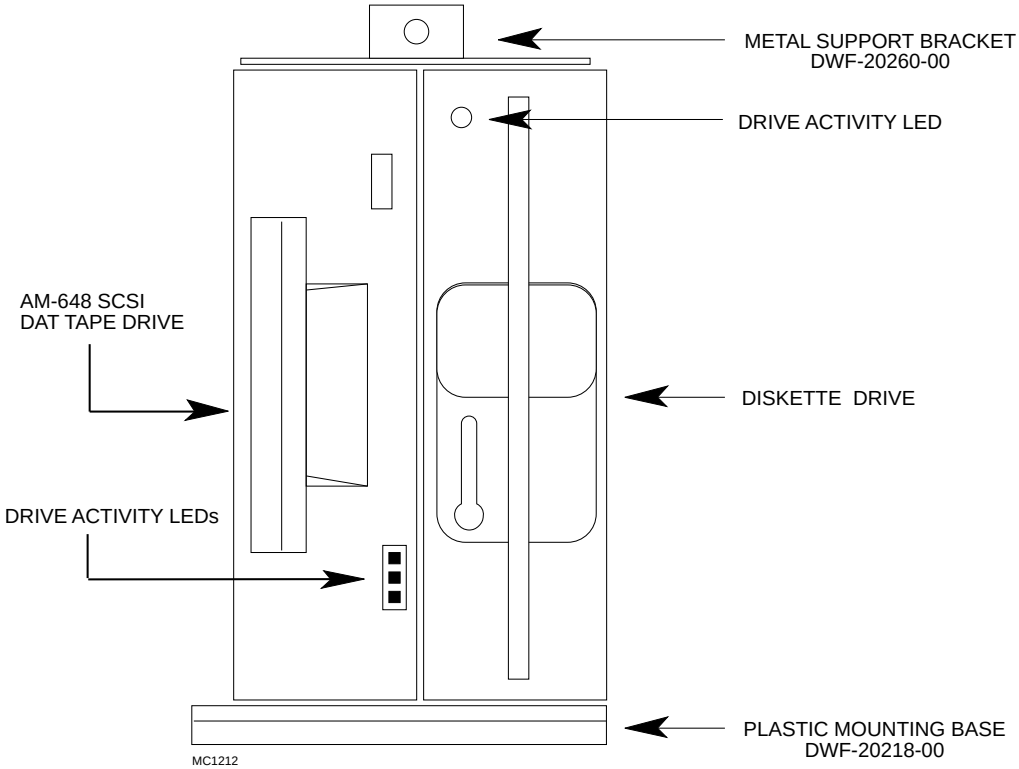
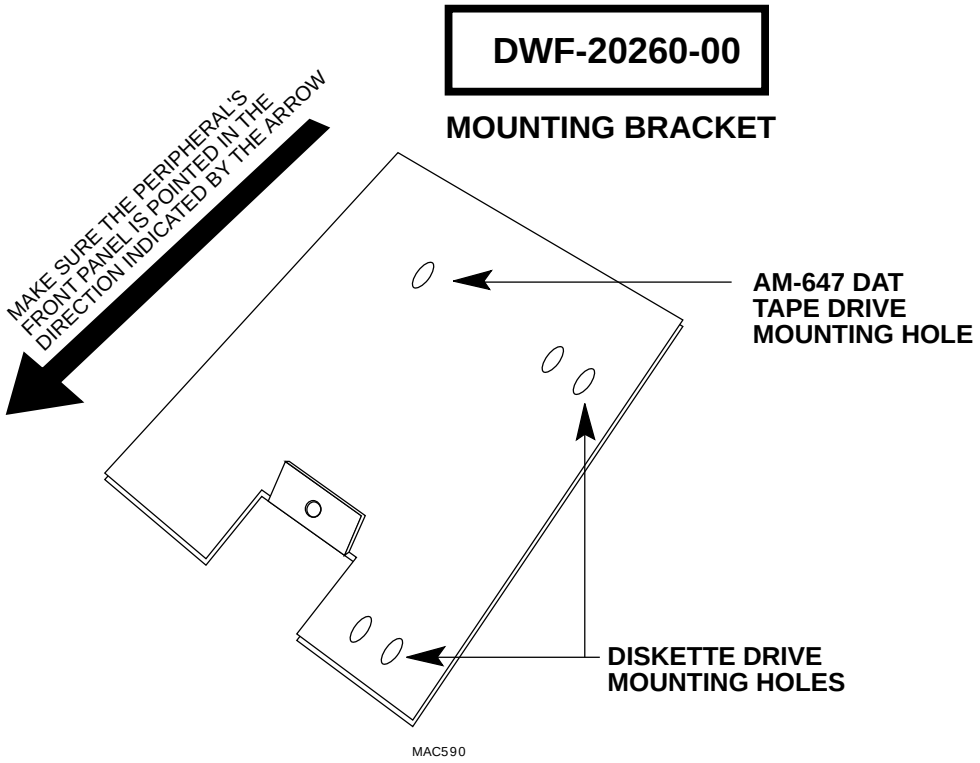

Figure 4. DAT Tape Drive Mounting Assembly
Figure 6. Metal Support Bracket
1. The drive sets on top of the plastic mounting base with its status LEDs located nearest the plastic mounting base. This will insure the drive is in its proper operational position for both pedestal and rack mount computers. Also, when positioned as shown in Figure 4, pin-1 on the DAT drive's SCSI connector will have the same orientation as other SCSI devices in your computer.
4. Install the two screws (included in the mounting kit) that hold the plastic mounting base to the DAT drive. If you are installing a diskette drive or a 1/4" streaming tape drive along with your DAT drive, this drive would be mounted next to the DAT drive, as shown in Figure 4.
6. The metal support bracket sets on top of the drive assembly as shown in Figure 4. Position the bracket so the mounting hole shown in Figure 6 aligns with the screw hole on the side of the DAT drive. At the same time, the screw hole in the metal support bracket designed to secure the drive assembly to the front bezel must align with the screw hole in the front bezel.